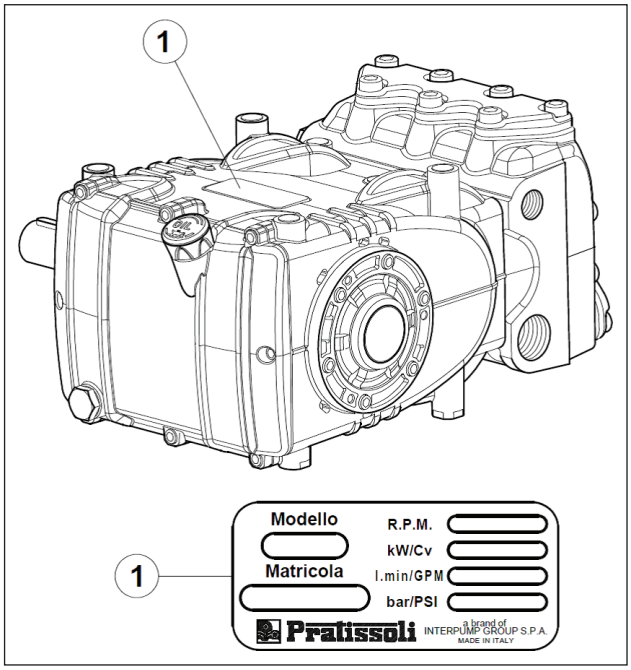

Fig. 1
Sur chaque pompe est apposée une plaque signalétique, voir rep. ① de Fig. 1 portant les indications suivantes :